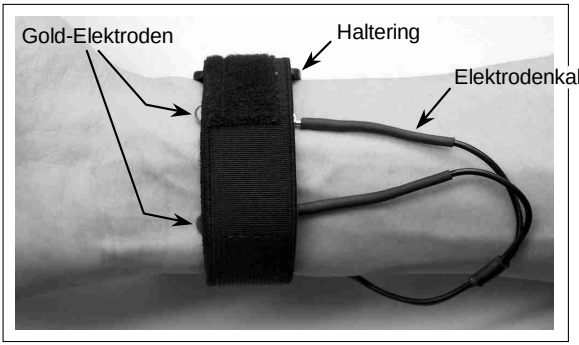

Abbildung 3: Armband anlegen und Elektrodenkabel an die beiden Gold-Elektroden anschließen.
3. Schritt: Armband anlegen und darauf achten, dass die Elektroden auf der mit Leitgel bestrichenen Fläche liegen. Dann das Elektrodenkabel an die Gold-Elektroden anschließen. Das Armband soll nicht zu straff, sondern bequem sitzen **(Abb. 3)**.